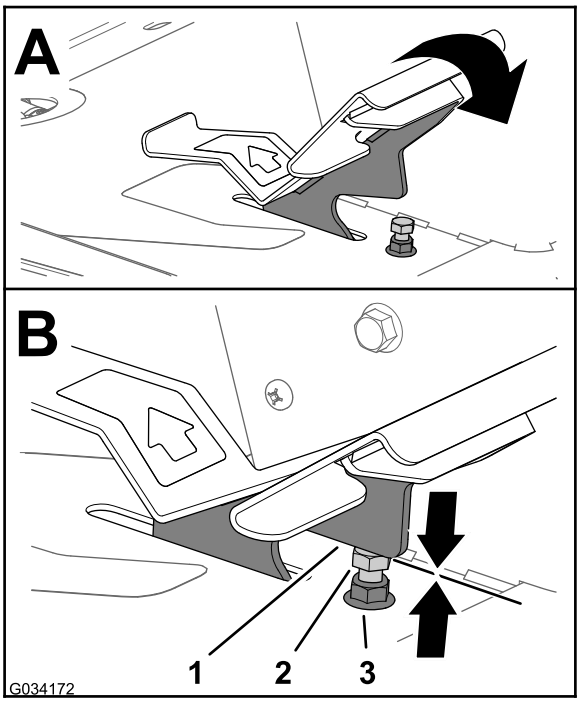
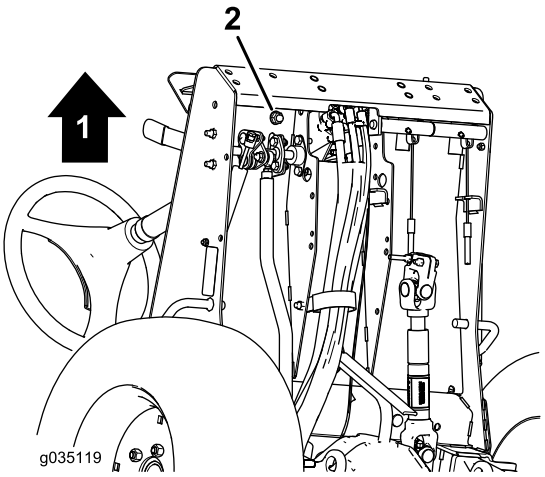

Figur 80
Figur 81
1. Flytt trekkpedalen helt frem (Figur 80).
A. Hold trekkpedalstopperen (Figur 80) med en skrunøkkel.
B. Løsne låsemutteren nederst på fotstøtteplaten (Figur 81).
C. Flytt trekkpedalen helt frem (Figur 80).
D. Mens du holder trekkpedalstopperen, juster låsemutteren som er over fotstøtteplaten (Figur 80) til trekkpedalen kommer i kontakt med stopperen.
F. Mens du holder trekkpedalstopperen, stram låsemutteren nederst på fotstøtteplaten (Figur 80 og Figur 81) til 37–45 Nm.